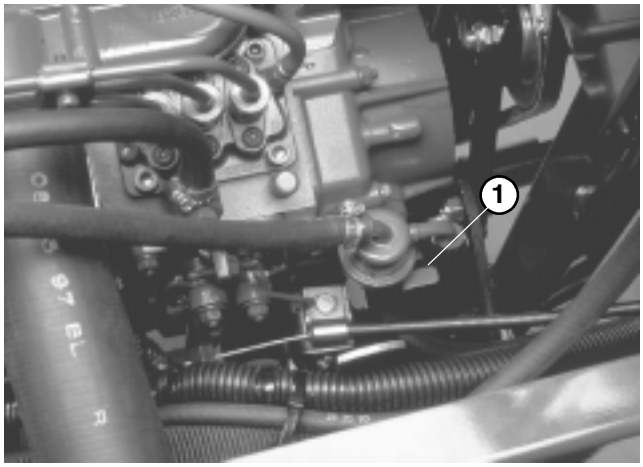

Figure 24
3. Pump lever on fuel pump (Fig. 24) until a solid stream of fuel flows out around screw. Tighten air bleed screw.
5. Pump lever on fuel pump (Fig. 24) until a solid stream of fuel flows out around screw on fuel injection pump. Tighten air bleed screw.